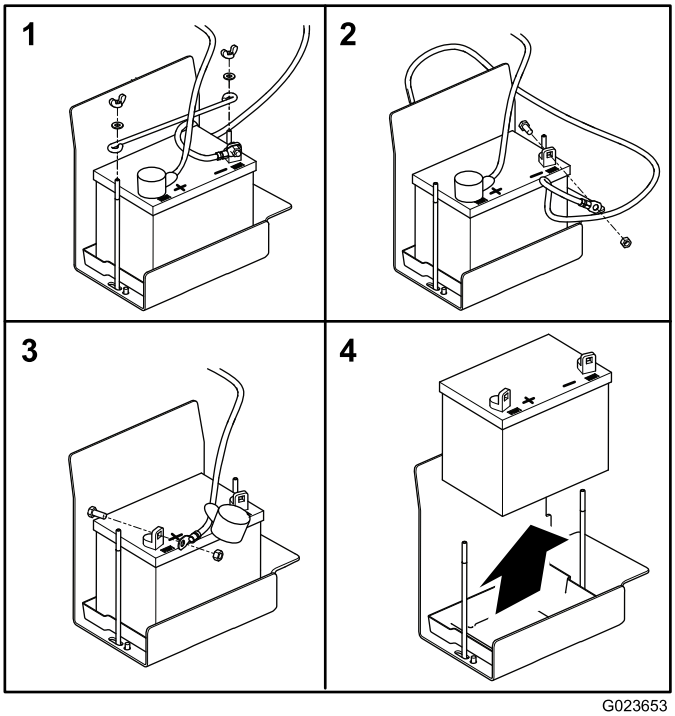

Figuur 54
2. Verwijder de vleugelmoeren en ringen waarmee de accuhouder bevestigd is (Figuur 54).